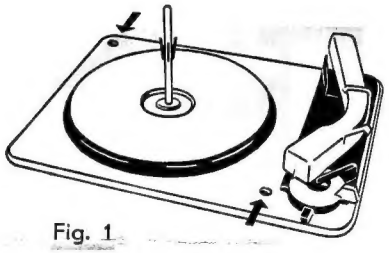

Fig. 1
1.1 Chassis-Arretierung auf der Grundplatte durch Linksdrehen der beiden Schrauben am Chassis-Rande lösen. Bei Spielbetrieb muß Gerät frei federnd auf der Grundplatte ruhen (Fig. 1). (Gilt nicht für BINGO 16)
1.1 Loosen chassis restrainer on the mounting base by turning both of the screws on the chassis rim counter-clockwise. When in operation, the unit must rest freely suspended on the mounting base (Fig. 1). (Not applicable for BINGO 16)
1.1 Libérer le chassis, pressé contre l'embase, en desserrant (rotation vers la gauche) les deux vis localisées sur le bord du chassis. Pendant l'audition d'un disque, le changeur doit pourvoir osciller élastiquement sur l'embase (Fig. 1). (N'étant pas applicable à BINGO 16)